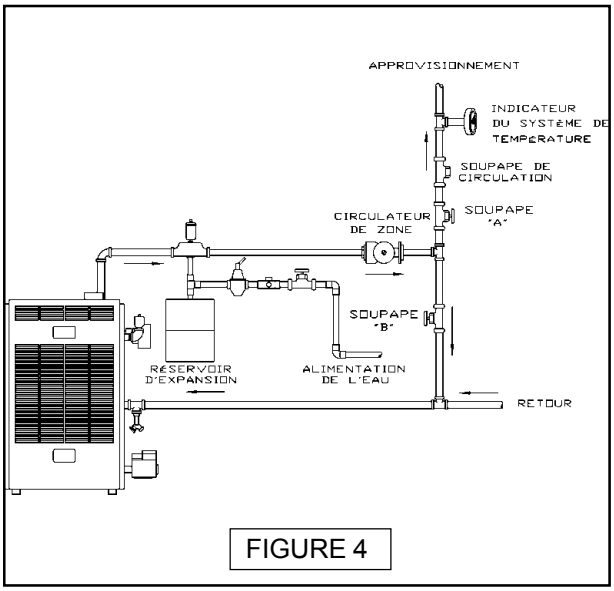

FIGURE 4
B. Cette méthode est utilisée pour protéger les chaudières de la condensation formée par le retour de l'eau froide. Généralement remarqué dans les gros systèmes transformés par gravité ou les autres systèmes qui ont un gros volume d'eau. Voir la figure 4.